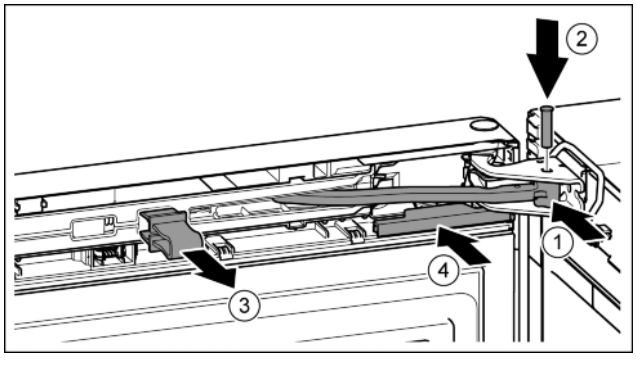

Fig. 22
▶ Повернуть шарнир в опорном кронштейне. *Fig. 22 (1)*
▶ Вставить палец в опорный кронштейн и шарнир. При этом следить за тем, чтобы выступ фиксатора занимал правильное положение в пазу. *Fig. 22 (2)*
▶ Снять предохранитель. *Fig. 22 (3)*
▶ Надвинуть крышку. *Fig. 22 (4)*